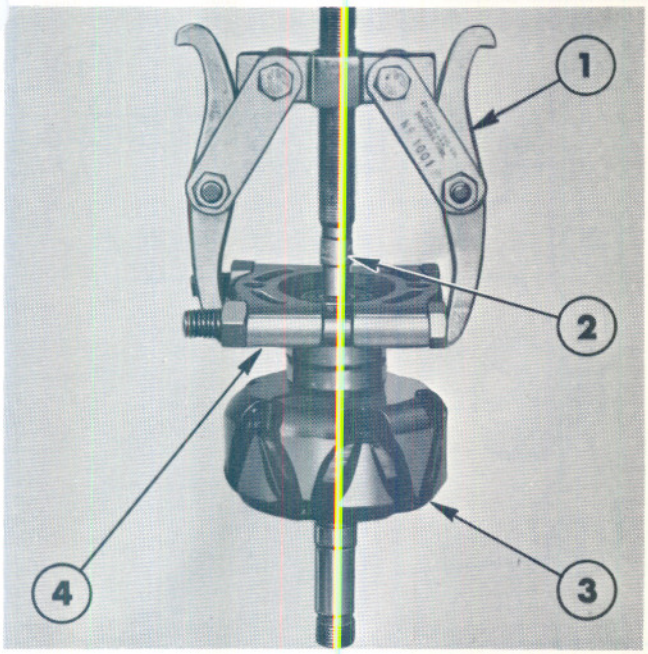

Figure 49
7. Using the tools shown in Figure 49, pull the rear bearing from the rotor. If the bearing is to be re-used, the pulling attachment must contact the inner race only.